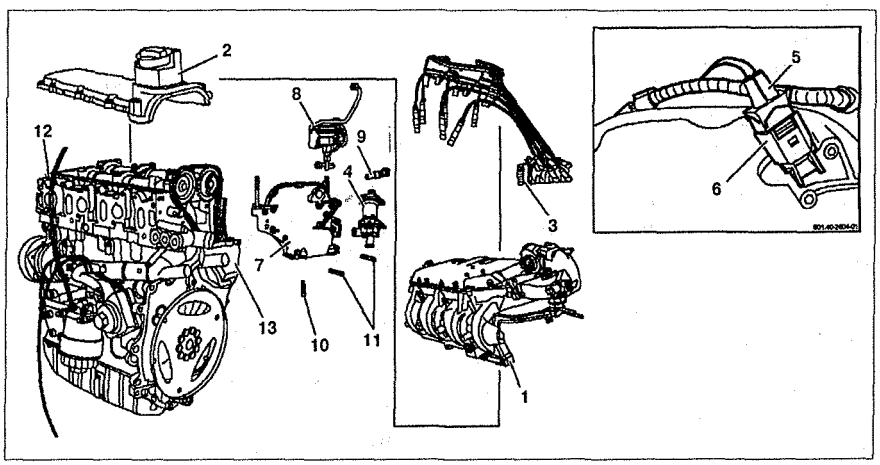

Рис. 3.15. Верхняя крышка ГРМ:
2. Снимите катушку зажигания **3** вместе с высоковольтными проводами (см.рис.3.15).